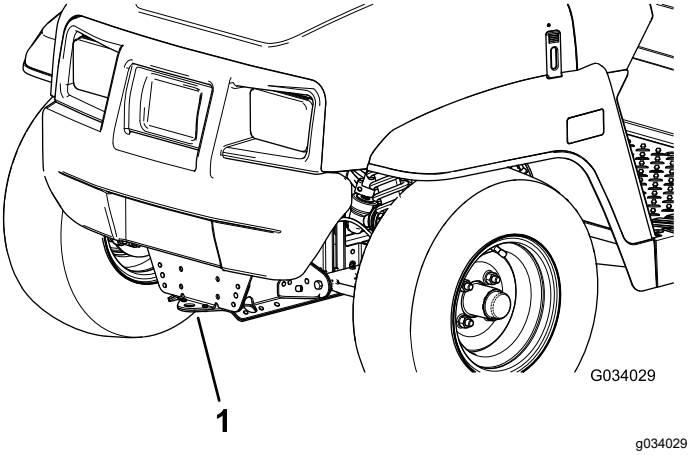
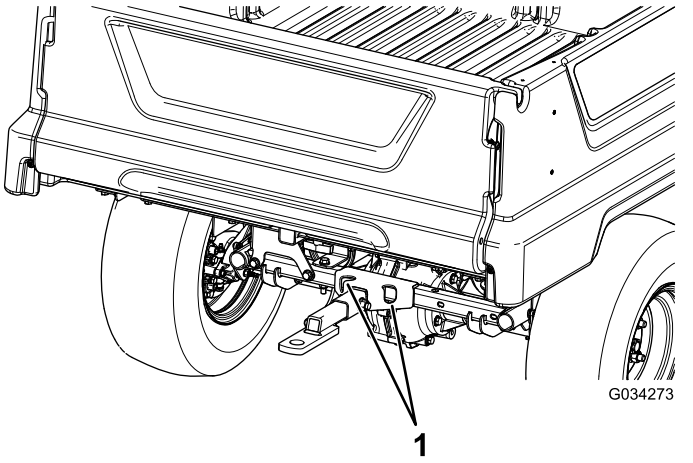

Figur 21
Figur 22
Brug en anhænger med ramper i fuld bredde for at flytte maskinen langt væk. Sørg for at fastgøre maskinen til anhængeren. Se Figur 21 og Figur 22 for bindepunkternes placering på maskinen.
2. Sæt et bugsertov fast på anhængertrækstangen foran på maskinens stel (Figur 21).